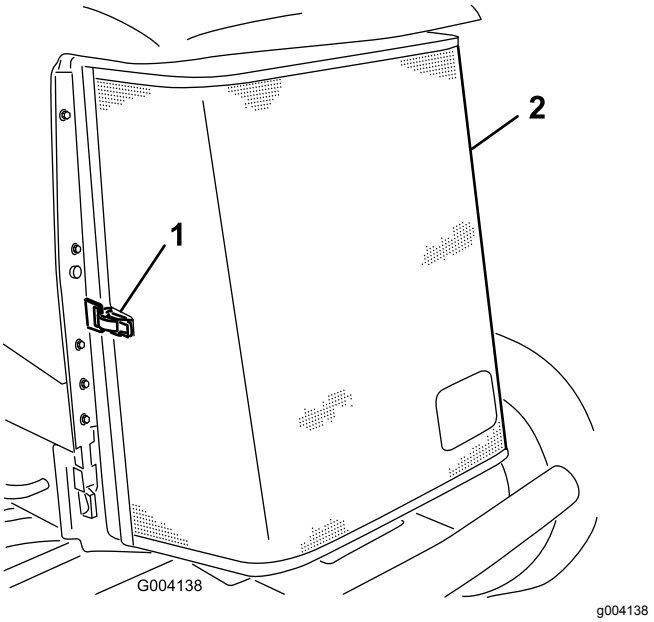

Figur 91
3. Lås opp klemmen og sving bakre skjerm åpen (Figur 91).